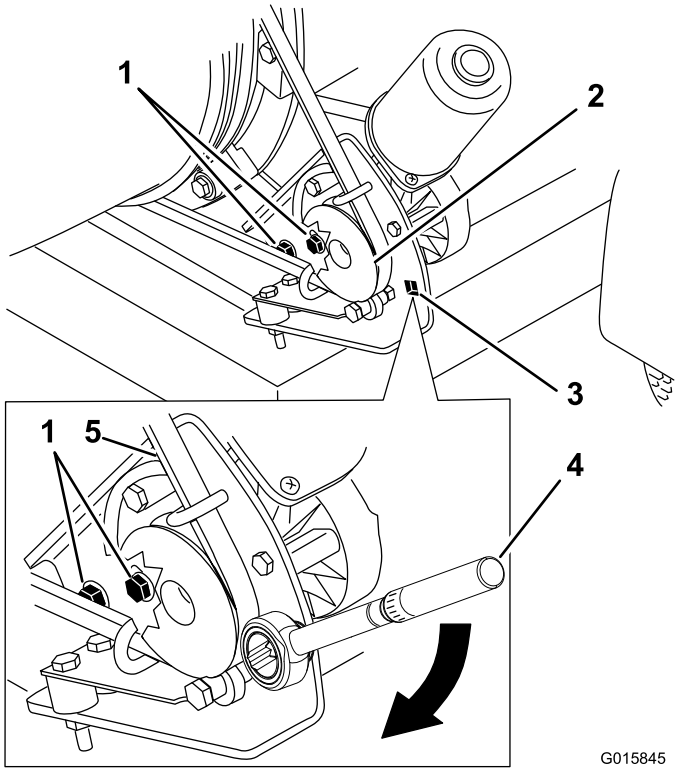

Figuur 31
1. Draai de bouten los die de bevestigingsbeugel aan het frame van de blazer bevestigen (Figuur 31).
2. Plaats een momentsleutel op de montagebeugel voor de poelie (Figuur 31).
3. Draai de montagebeugel van de poelie weg van de afvoer tot de momentsleutel 22,6 tot 26,0 Nm aangeeft (Figuur 31).